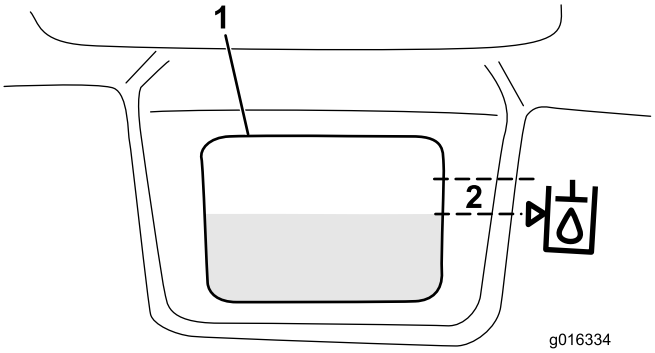

Figur 31
3. Fyld langsomt beholderen med den korrekte hydraulikvæske, til niveauet er ved, eller inden for 6 mm af pilen i symbolet ved siden af det hvide vindue foran beholderen (Figur 31). Fyld ikke for meget på.